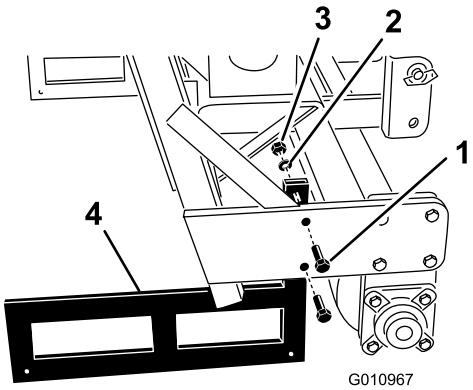

**Figur 33**
2. Ta bort de bultar och muttrar som fäster förvaringsstöden på varje sida av luftaren (Figur 33).